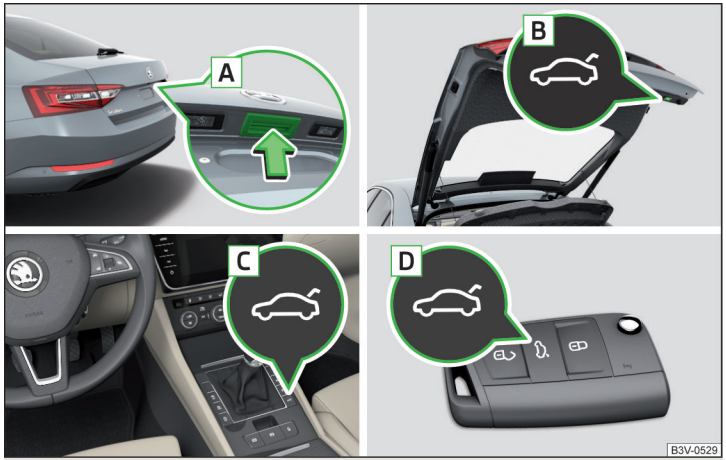

Fig. 57 **Manejo de la tapa**
- Presionando el tirador A » fig. 57.
- Presionando la tecla B » fig. 57.
- Se desactiva la tecla A » fig. 57 cuando se arranca o a partir de una velocidad de más de 5 km/h. Después de parar y abrir una puerta se volverá a activar la tecla.
› Mantener pulsada la tecla B » fig. 57 *de la pág. 70* hasta que suene una señal acústica.
La tapa no reacciona a una señal de apertura	Elimine el posible obstáculo (p. ej. nieve), vuelva a abrir la tapa » pág. 70 Pulse el tirador A » fig. 57 *de la pág. 70* y tire la tapa hacia arriba